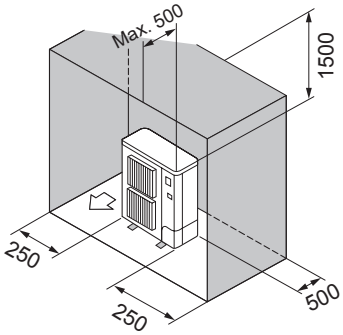

Fig. 2-12
⑥ Obstacles uniquement à l'arrière, sur les côtés et au-dessus (Fig. 2-12)